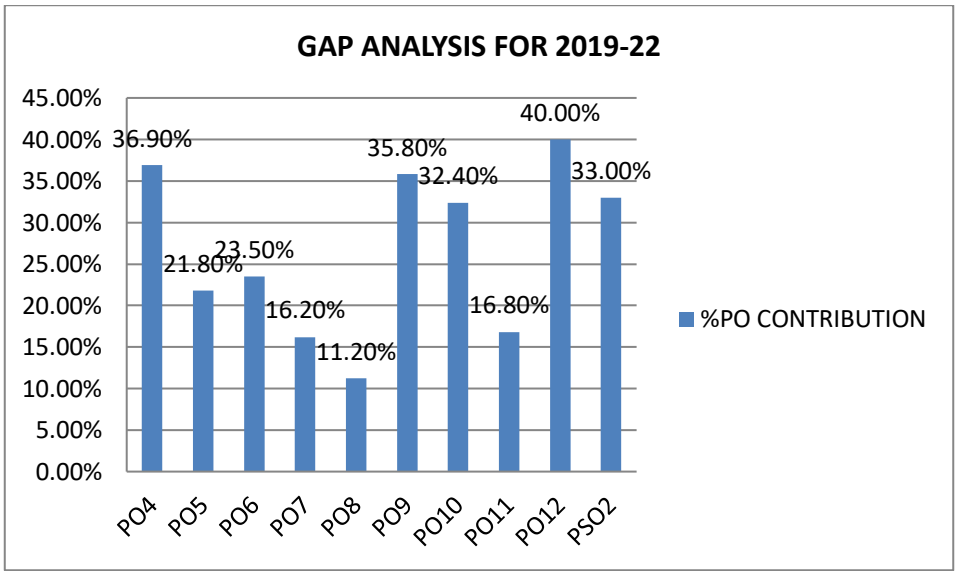

Fig. 2.1.1A3: Identified Gap's in Program Outcomes for 2019-22 (2018 Scheme).
Program Assessment Committee (PAC) has identified less than 40% of 179 number of Course Outcome (CO) contribution to each PO to total number of Course Outcome(CO's) from each curriculum (40% of 179=72CO's).From the above analysis we have identified Curriculum gap of 2019-22 for 2018 Schemethsame is represented in figure 2.1.1A3